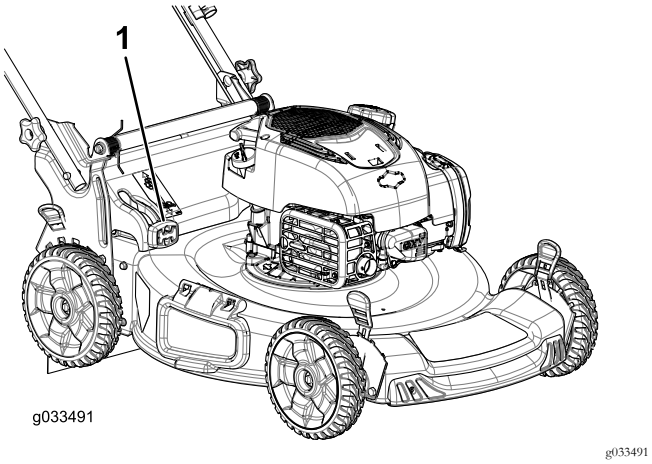

Bild 26
- Zum Sammeln des Schnittguts und Laubs drücken Sie die Taste am Hebel für den zuschaltbaren Fangkorb und bewegen den Hebel nach vorne, bis die Taste am Hebel herausspringt (Bild 26).